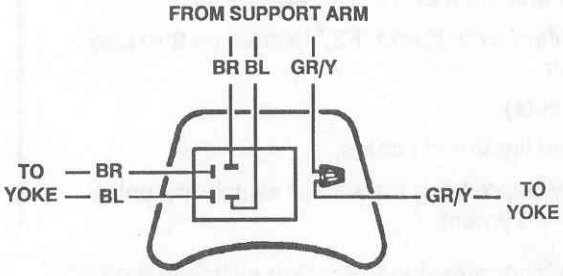

Figure 3-31. Electrical color-coded wiring.
(7) Ensure that the electrical color-coded wiring and connections match with the illustration in figure 3-31.